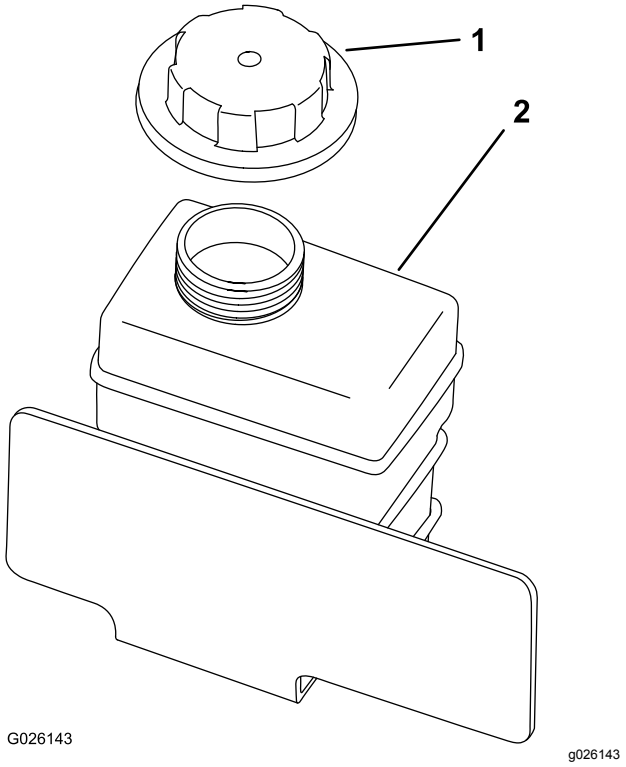

Figur 71
8. Fyll langsomt på reservetanken for kjølemiddel til nivået er ved bunnen av påfyllingshalsen (Figur 71).
9. Sett på reservetanklokket (Figur 71).